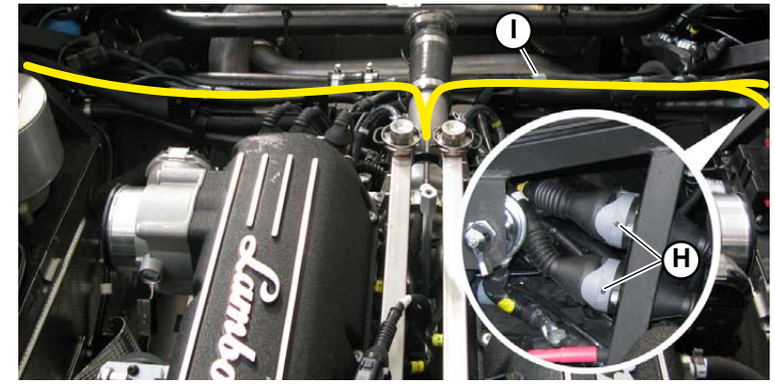

Fig.8
9. Connect the wiring harness connectors (**H-Fig.8**) and secure them onto the rear cross member using clamps (**I-Fig.8**).